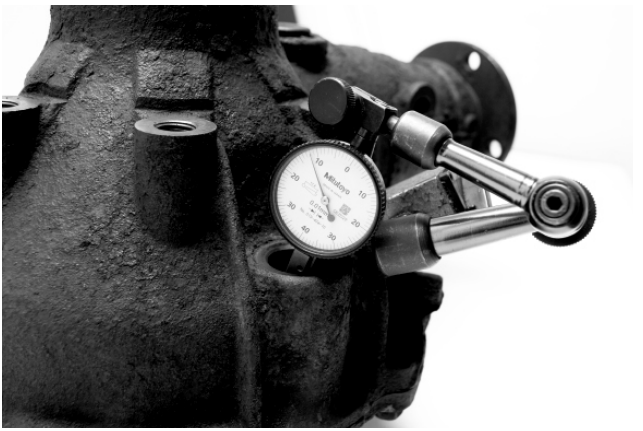

Рис. 2
1.6 Установите индикатор часового типа. Закрепите штатив индикатора на внешней стороне корпуса редуктора. Наконечник индикатора установите под прямым углом к одному из зубьев ведомой шестерни **(Рис. 2)**